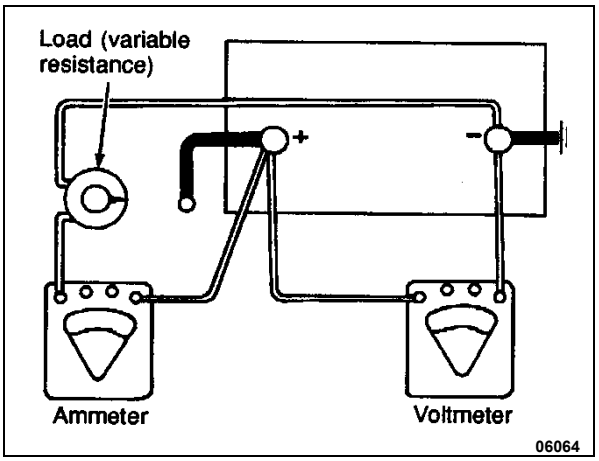

**FIGURE 43: LOAD TEST**
To make this test, use test equipment that will withstand a heavy electrical load from the battery, such as a carbon pile resistor along with an ammeter and volt meter (Figure 43). A charging system analyzer test equipment may also be used.
1. Connect a voltmeter, ammeter, and a variable load resistance as illustrated in Figure 43.